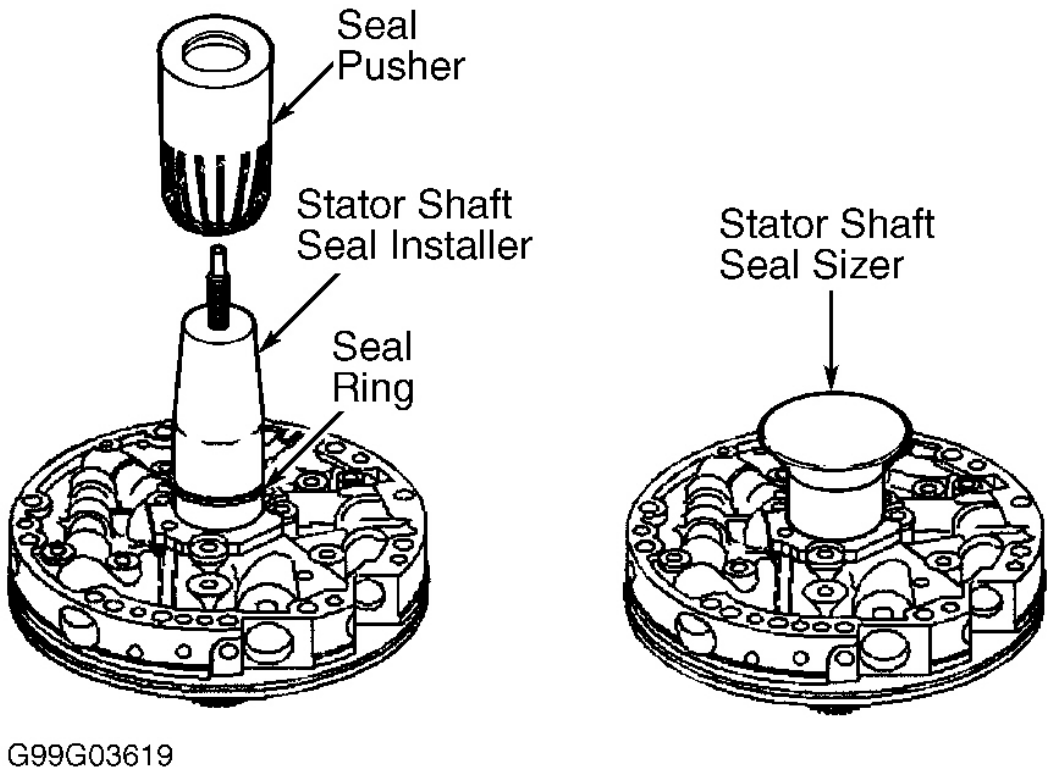

Fig. 39: Installing Oil Pump Stator Hub Seal Rings
6. Install oil seal rings on stator hub. Place Stator Shaft Seal Installer (J39855-1) over oil pump stator hub (stator support). See **Fig. 39** . Set height of installer tool to just above seal groove. Push seal ring over installer tool using Seal Pusher (J38735-3). Install remaining seal rings. Place Stator Shaft Seal Sizer (J39855-2) over stator hub and leave until oil pump installation.